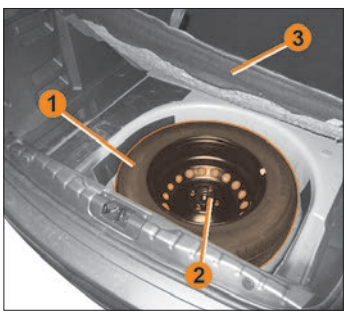

Рис. 9.4.2. Место размещения запасного колеса
- поднимите коврик пола багажника **3** (рис. 9.4.2) вверх и удерживайте его рукой;